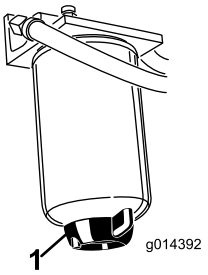

Figura 47
Drene el agua y otros contaminantes del separador de agua (Figura 47) a diario. Cambie el cartucho del filtro después de cada 400 horas de operación.
2. Afloje el tapón de vaciado en la parte inferior del cartucho del filtro (Figura 47).